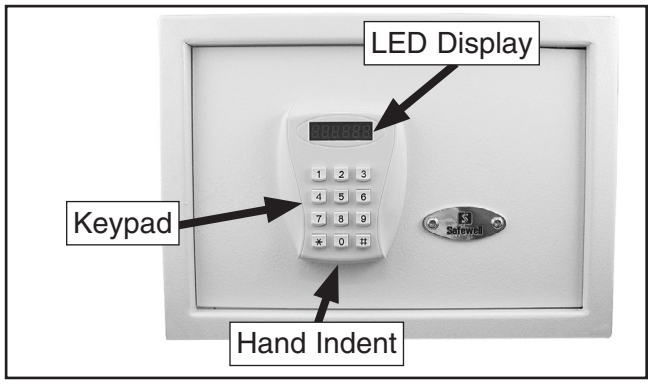

Figure 2. Safe digital keypad (Model T21543 shown).
2. Use the digital keypad to enter a four-digit personal code of your choice, then press the "**#**" key to activate the locking mechanism (see **Figure 2**). The LED window will display the word "***CLOSEd***", then your personal code will be displayed for a few seconds.